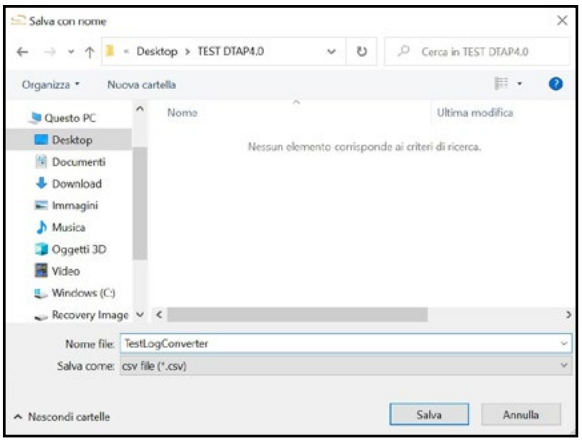

FIG. 12
- scegliere la cartella di salvataggio (Fig. 12) ed inserire il nome che dovrà avere il file di log convertito (.csv).
- premere SALVA (Fig. 12)